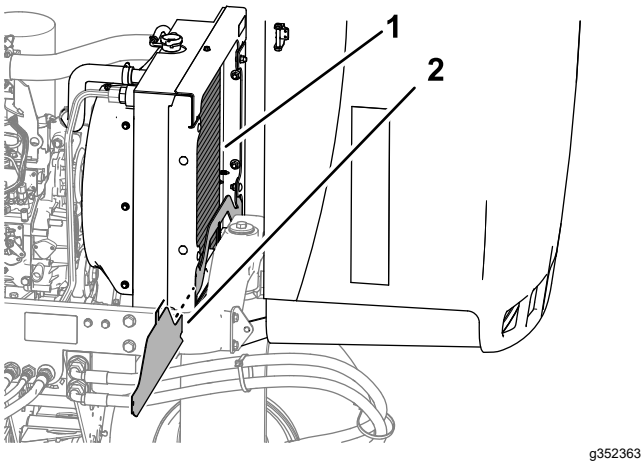

Figur 82
4. Fjern den nederste kølerafskærmning (Figur 82).
5. Rengør begge sider af kølerområdet grundigt med vand eller trykluft (Figur 82).